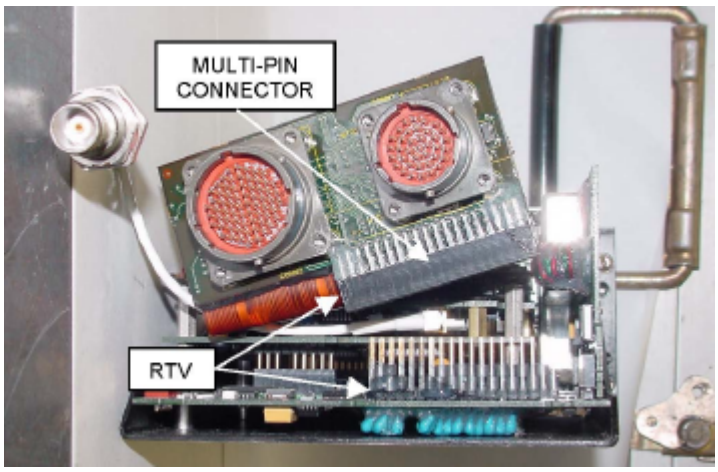

Figure 5
g. Remove all RTV from multi-pin connector and disconnect J1 – J2 plug from the pc board (Fig. 5).